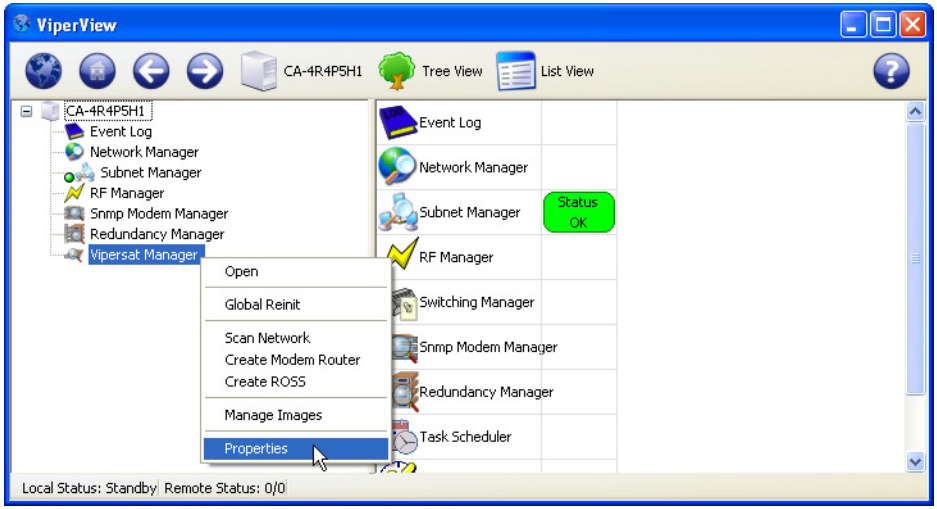

Figure 3-6 Vipersat Manager Properties menu command
1. Expand the VMS server tree view in the left ViperView window panel. Right-click on **Vipersat Manager** (located at the bottom of the tree list) and select **Properties** from the drop-down menu, figure 3-6. The Vipersat Manager window will open.